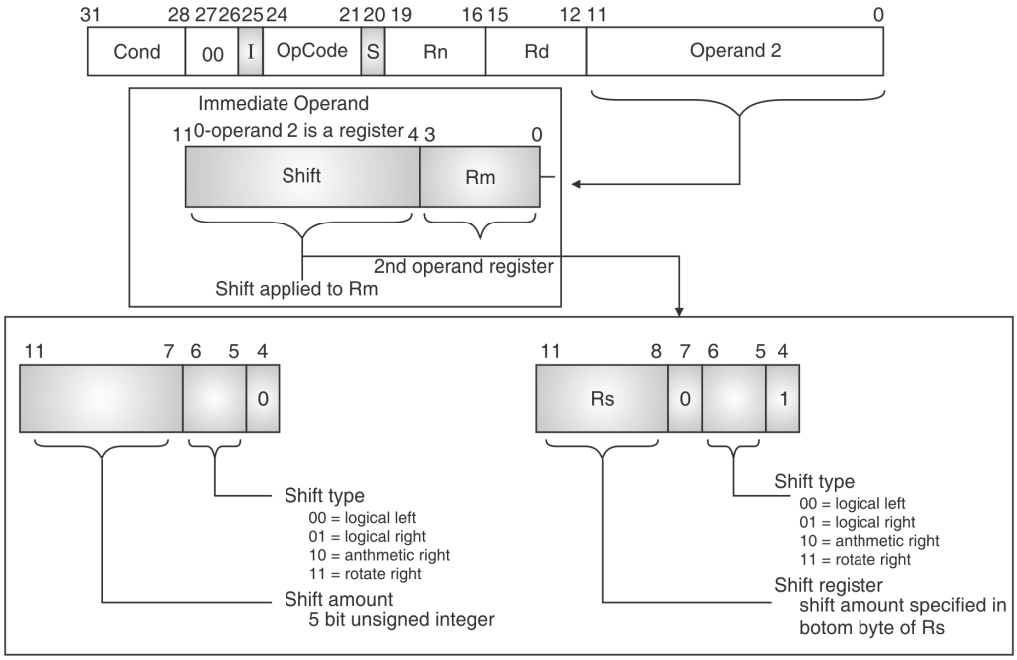

Fig. 3.4.1 : Structure of this encoding
- The structure of this encoding is as shown in the Fig. 3.4.1 :
- As shown in Fig. 3.4.1, Rs is the register (R0 to R15) that is used to indicate the number of shifts to be performed on Rm.
- The bits 5 and 6 are used to indicate the type of shift as shown in the Fig. 3.4.1